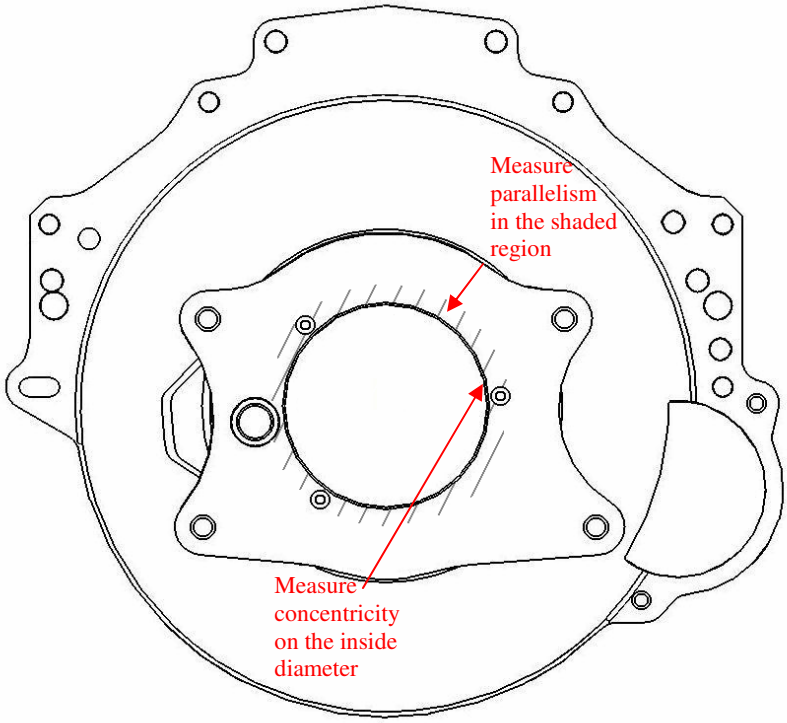

Figure 2: Back view of bellhousing
- With the bellhousing bolted to the engine, check that the transmission mounting face of the bellhousing is parallel to the crankshaft face within .006" total indicated run-out. Clean block mounting surface, making sure that it is free from nicks, burrs, paint, etc. Refer to Figure 2.
- The transmission mounting hole of the bellhousing should be concentric to the crankshaft within .006" total indicated run-out. *The closer, the better*. Refer to Figure 2. If the measurement is not within specification, you will need to relocate the dowel pins in the engine block.